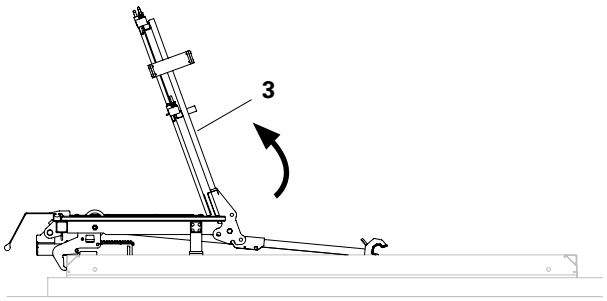

Fig. A5.01
1. Déplier le garde-corps (3) jusqu'à la butée = > 90°. (Fig. A5.01)